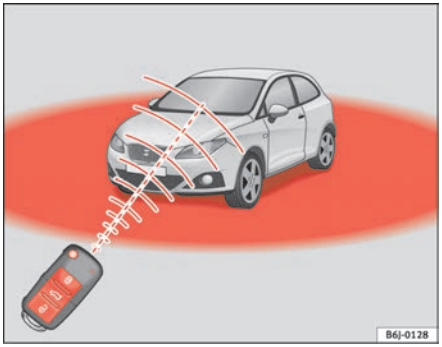

Fig. 44 Range of the remote control:
Also, the battery indicator on the key ⇒ fig. 44, will flash.
- The remote control key functions only when you are within range ⇒ page 75, fig. 44.